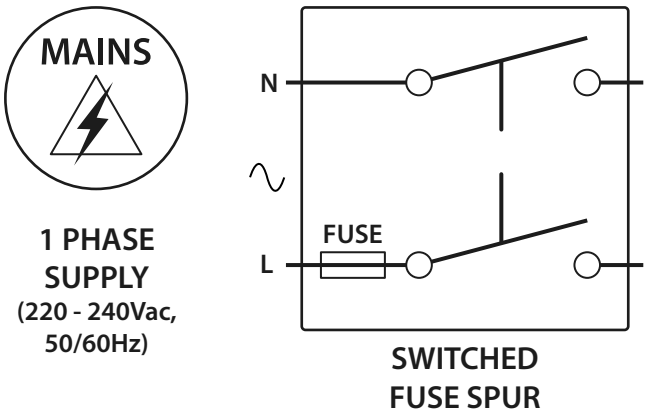

Fig. 47
- Connecting the system to the mains through an all-pole circuit breaker (refer to **Fig.47**) which shall have contact separation of at least 3mm in each pole and shall disconnect all poles simultaneously.